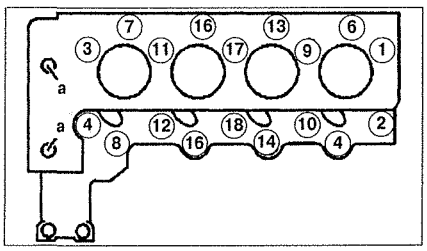
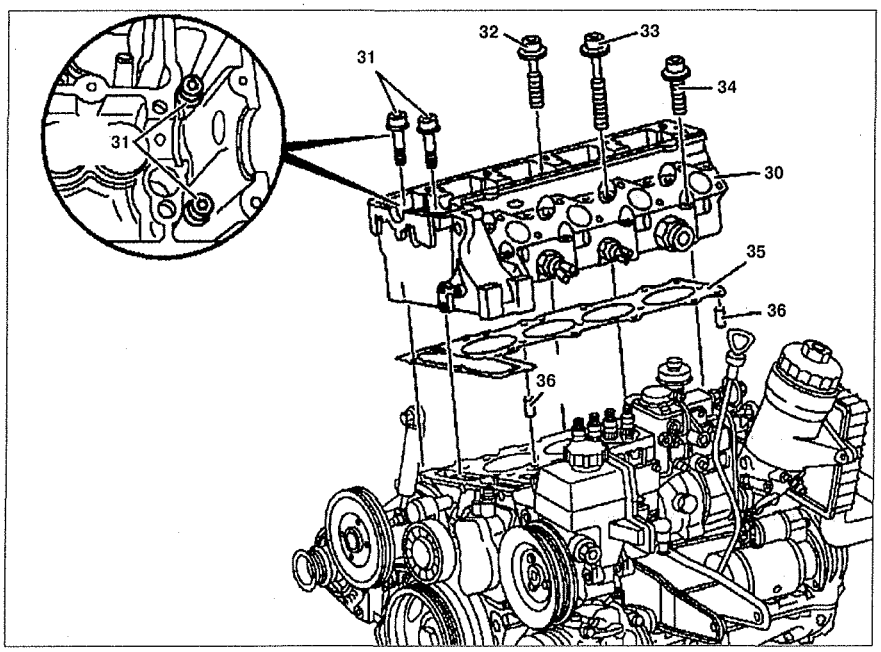

Рис. 4.18. Порядок ослабления болтов крепления головки блока цилиндров
Рис. 4.17. Головка блока цилиндров:
26. Ослабьте и открутите болты **32**, **33** и **34** крепления головки блока цилиндров (см.рис.4.17). Порядок ослабления болтов крепления указан на рис. 4.18.